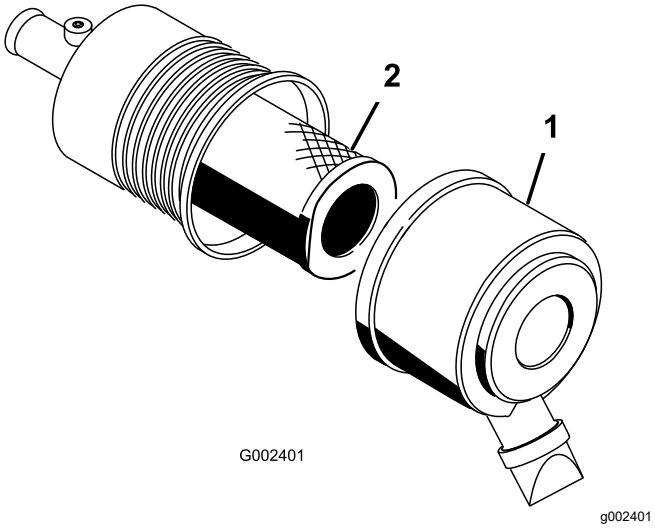

Figur 44
1. Lossa spärrhakarna på luftrenaren och dra av luftrenarkåpan från luftrenarhuset (Figur 44).
3. Dra försiktigt ut filtret ur luftrenarhuset (Figur 44).
5. Skjut försiktigt på filtret över röret (Figur 44).
6. Sätt tillbaka luftrenarkåpan med sidan uppåt och fäst spärrhakarna (Figur 44).